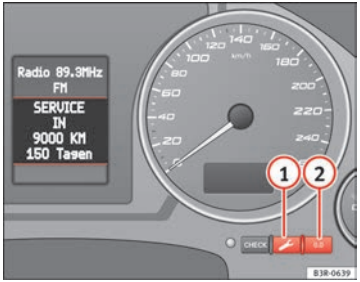

Abb. 52 Ausschnitt aus Kombiinstrument: Service-Intervall-Anzeige
- Bei gedrückter Service-Taste ⇒ Abb. 52 (1) die Zündung einschalten. Im Display erscheint eine der beiden Meldungen: **Service in ----- km** bzw. **Service!**.
- Rückstelltaste (2) so lange drücken, bis die Anzeige **Service in ---- km --- Tagen** bzw. **Service** im Display erscheint.